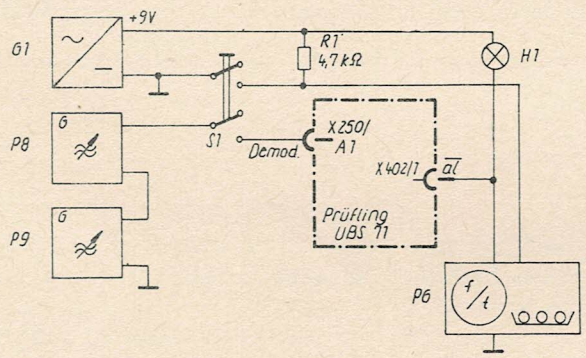

Bild 26 Prüfschaltung für Ansprechverzögerung der Rufauswerter
- G 1, P 6, P 8 und P 9 nach Bild 26 an Prüfling anschließen.